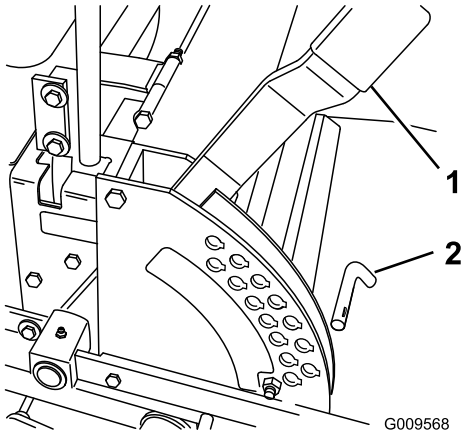

**Figur 19**
1. Flytt klippehøydespaken til TRANSPORT-stillingen (samme som klippehøyden på 127 mm) (Figur 19).
2. For å justere fjerner du bolten fra klippehøydebraketten (Figur 19).
3. Velg det hullet i klippehøydebraketten som svarer til ønsket klippehøyde, og sett inn pinnen (Figur 19).